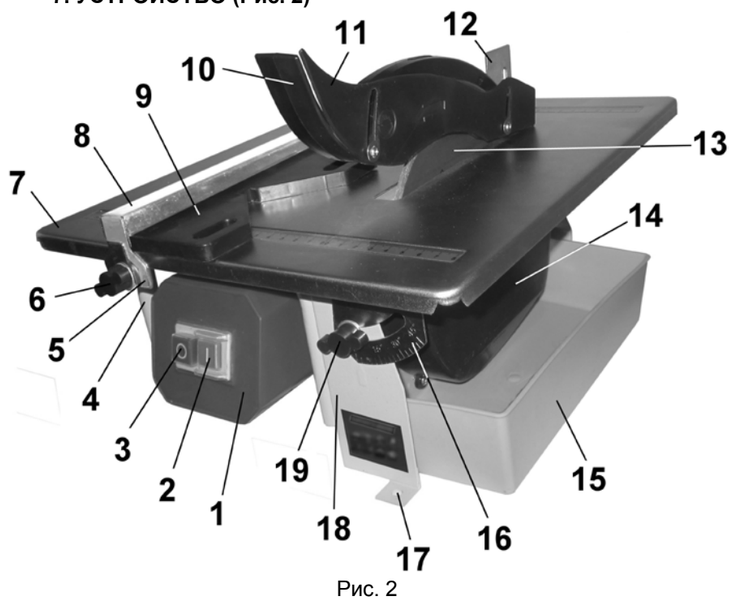

Рис. 2
7. УСТРОЙСТВО (Рис. 2)
Установите и через крепёжные отверстия (17) основания (18), Рис.2, закрепите плиткорез на ровной прочной горизонтальной поверхности верстака.
9.2. Как показано на Рис.2; 3, между основанием (18) и защитным кожухом (14) установите поддон (15).
10.2.3. Проверьте положение расклинивателя (12) относительно отрезного диска (13); при необходимости установите расклинитель строго по линии реза (в створе) отрезного диска (13).
11. ОСНОВНЫЕ ОПЕРАЦИИ (Рис. 2)
Внимание: Перед установкой нового или долго хранившегося отрезного диска (13) проверьте плоскость режущей кромки относительно посадочного места диска. Не устанавливайте деформированные отрезные диски. Используйте отрезные диски (13), где толщина их режущей части не тоньше расклинивателя (12), Рис.2.